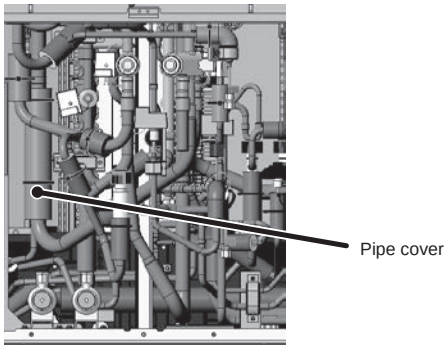

Figure 2
(1) Remove the pipe cover. (See Figure 2.)